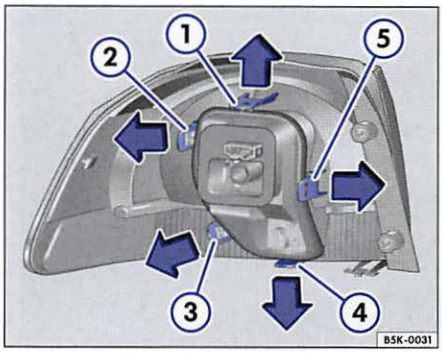

Fig. 175 Taillight in the body of the vehicle: Removing bulb holder. ① to ⑤: Locking lugs.
7.	To unlock the bulb holder, press the locking lugs ⇒ fig. 175 ① to ⑤ in direction of the arrow.